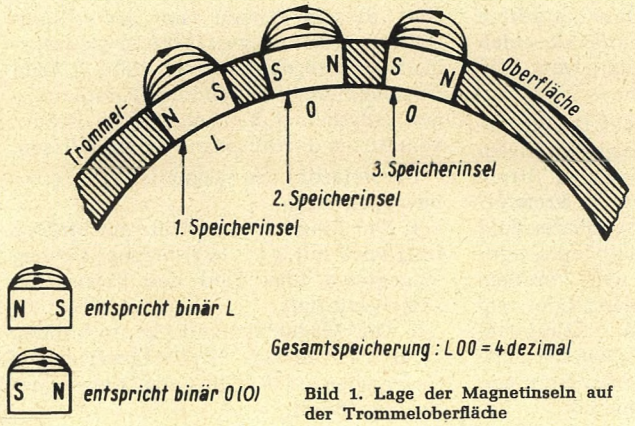
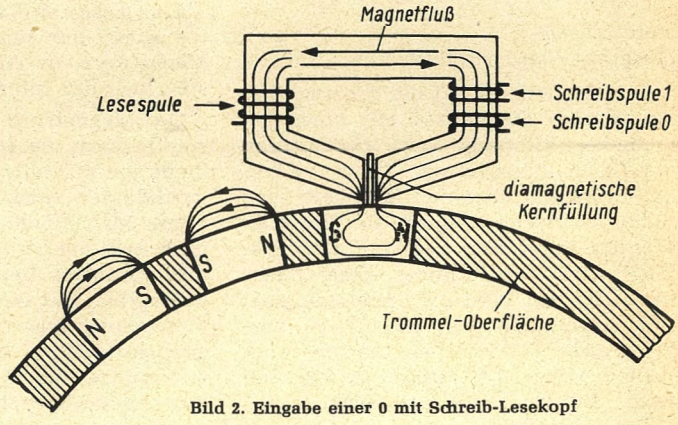

Bild 1. Lage der Magnetinseln auf der Trommeloberfläche
Bild 2. Eingabe einer 0 mit Schreib-Lesekopf
Die Magnettrommel ist ein Stahlzylinder, der sich, angetrieben von einem Synchronmotor, mit einer sehr konstanten Geschwindigkeit dreht. Die Oberfläche besitzt verschiedene Überzüge (Kupfer, Kobalt-Nickel-Legierung) die man magnetisch machen kann. Mit einem eng gebündelten, kleinen Magnetfeld, welches an die Trommeloberfläche gebracht wird ist es möglich, eine winzige Insel auf der Oberfläche zu magnetisieren (etwa 2 mm²). Diese Magnetinsel hat einen Nord- und Südpol und ebenfalls ein Magnetfeld *(Bild 1).* Die Lage der Pole wurde von der Richtung des Magnetfeldes bestimmt, welches wir zur Herstellung der Insel benutzt haben. Es sollen nun noch zwei weitere Magnetpunkte auf der Trommel geschaffen werden, nur drehen wir das Erzeugerfeld vorher um. Die beiden neuen Inseln haben ebenfalls Nord- und Südpol, nun jedoch in anderer Lage (Bild 1).
stellung. Die Richtung der Magnetfelder auf der Trommeloberfläche wird festgelegt und gibt so die Wertigkeit der binären Ziffern L oder O an. (Bild 1). Die Reihenfolge der binären Ziffern, wie sie gespeichert werden, gibt den Zahlenausdruck wieder.
In der Praxis werden die Informationen mit Elektromagneten auf die Trommel geschrieben. Diese Elektromagneten (auch Schreib- oder Leseköpfe genannt) bestehen aus einem Eisenkern um den verschiedene Spulen gewickelt sind: zwei Schreibspulen und eine Lesespule. Der Eisenkern hat einen Spalt, der mit einem magnetischen Nichtleiter (diamagnetisch) gefüllt ist *(Bild 2)*.
Zum besseren Verständnis greifen wir aus der Trommeldrehung einen Moment heraus und lassen sie scheinbar stillstehen. Die erste Magnetinsel muß die nach Bild 1 festgelegte Richtung bekommen. An die obere Schreibspule wird eine Spannung angelegt. Der Strom baut in der Spule ein Magnetfeld auf, das sich im Eisenkern fortsetzt. Da die diamagnetische Füllung im Kernspalt den direkten Rückfluß verhindert, nimmt der Magnetfluß den Umweg über die Trommeloberfläche. Dabei wird die uns schon bekannte Magnetinsel hergestellt. Eine binäre L (1) ist somit gespeichert. Für die zwei folgenden binären Nullen wird die untere Schreibspule benutzt, die umgekehrt gewickelt ist und somit auch ein entgegengesetzt gerichtetes Magnetfeld durch den Eisenkern fließen läßt. Die Trommel dreht sich dabei immer weiter (6000 Umdrehungen in einer Minute), so daß die Daten in festgelegten Abständen aufgetragen werden, wie in Bild 2 dargestellt. Der Schreibstrom muß sehr genau dosiert werden, damit immer nur der betreffende Punkt magnetisiert wird.